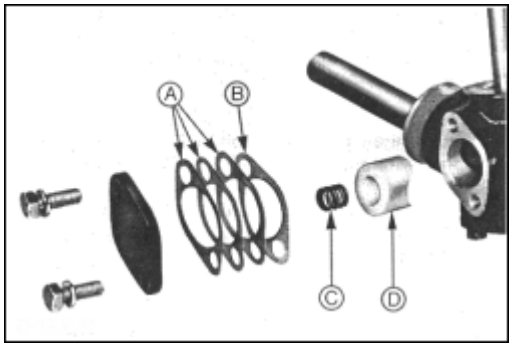

Abb. 6 A = Ausgleichscheiben
11. Druckfeder einsetzen, Scheibenpaket, Dichtung und Gleitsteindeckel aufsetzen, Abb.6.